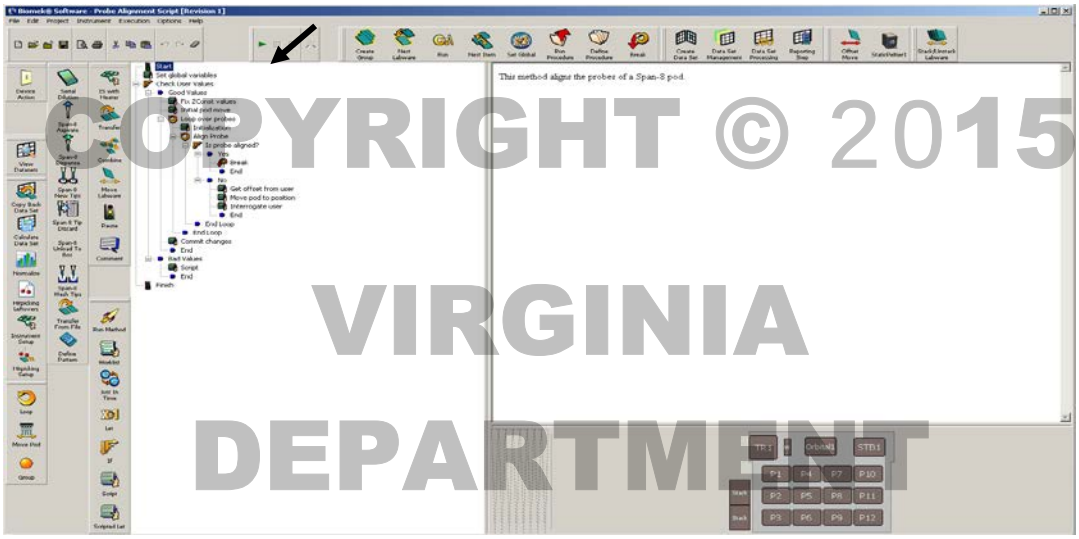

Figure 2. Initiating the Probe Alignment Script method. Arrow points to green arrove for starting a method.
1.9 Initiate the method by clicking on the green arrow, shown in Figure 2.